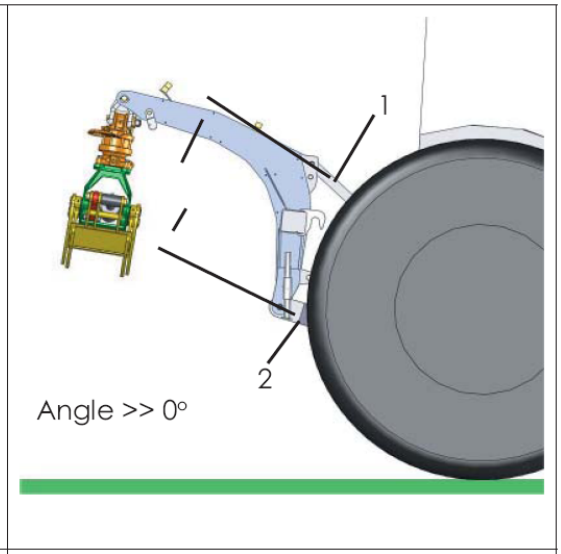

Figure 6: Installation of the tractor arms and control pole with an angle
- But if you want to load with pliers, then the angle between tractor arms 1 and upper steering pole 2 should be as bigger as it can (Figure 6).